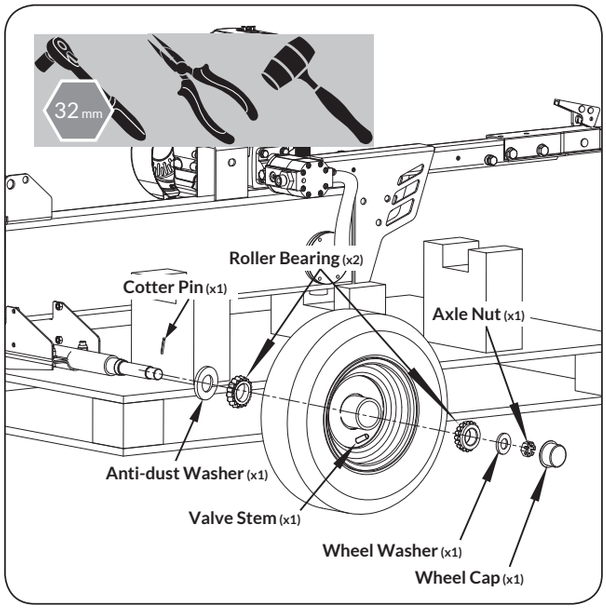

Figure 4d
5. Slide the wheel with the valve stem facing out to the wheel axle and the other roller bearing, then put the wheel washer against the bearing. Use a 32mm socket to tighten the axle nut completely. (See ***Figure 4d***)